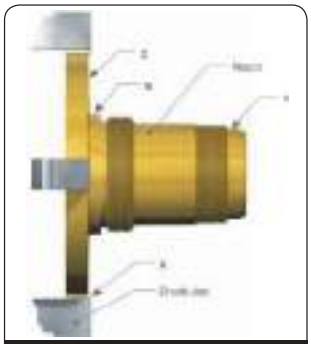

Figure 32: Nozzle Positioned in a Jaw
a. Grip the nozzle in a four-jaw independent chuck (or collet, if appropriate), using a piece of soft material such as copper or fiber between the jaws and the nozzle as shown at A (Figure 32).
b. True up the nozzle so that the surfaces marked B and C run true within .001" (0.03 mm) on indicator (Figure 32).